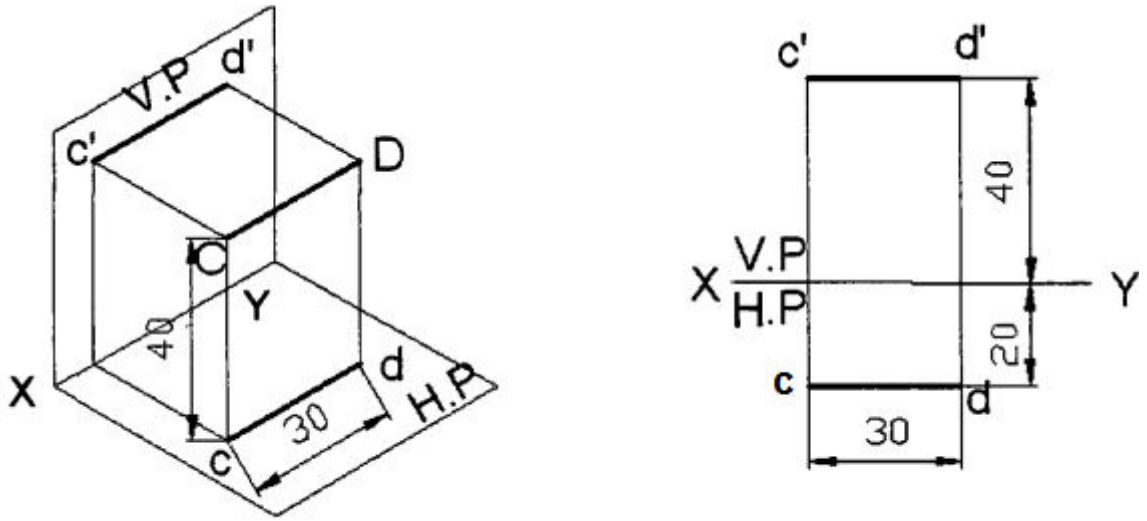

Fig. 5.18 Line Parallel to both the Planes
Solution: **(Fig.5.18)**
4. Top view is also true length and parallel to **XY**. Hence, **cd** parallel to **XY** such that **cd=CD=30mm** is the true length. (Fig.5.18).